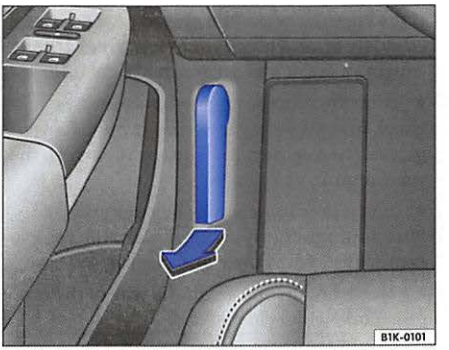

Fig. 4 Detail of the footwell: the release lever for the engine hood is located in the footwell on the driver side
– Pull the release lever underneath the instrument panel in the direction of the arrow ⇒ fig. 4. The engine hood is released from its latch by a spring mechanism ⇒ ⚠.